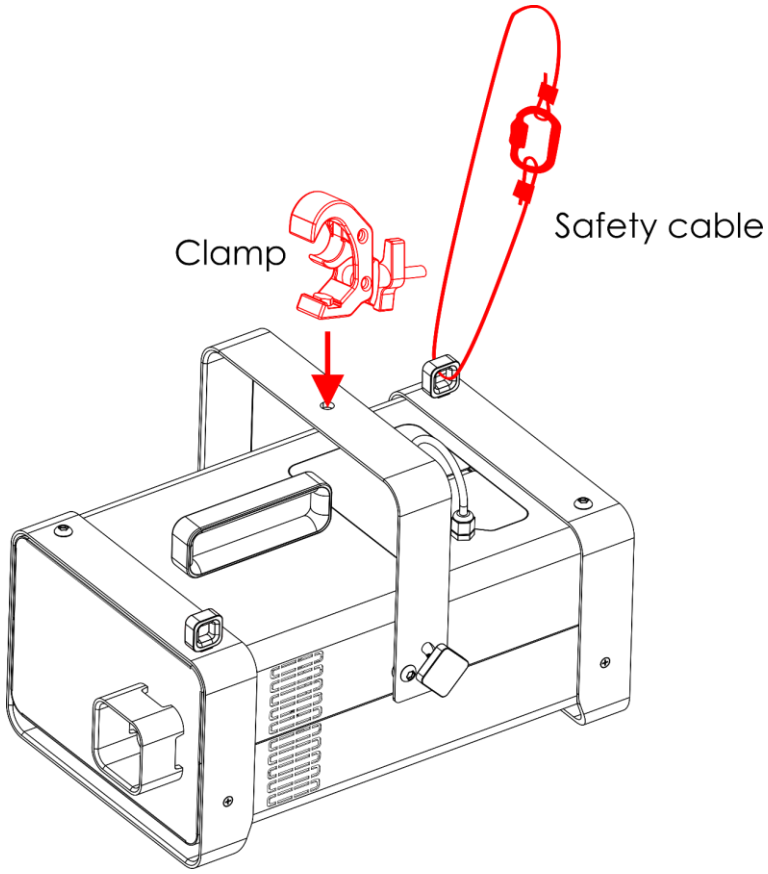

Fig. 06
01) Use a clamp to attach the device to the supporting structure, as shown in Fig. 06. Make sure that the device cannot move freely.
02) Secure the device with a secondary suspension, for example a safety cable. Make sure that the secondary suspension can hold 10 times the weight of the device. If possible, the secondary suspension should be attached to a supporting structure independent of the primary suspension. Put the safety cable through the **safety eye (03)**, as shown in Fig. 06.